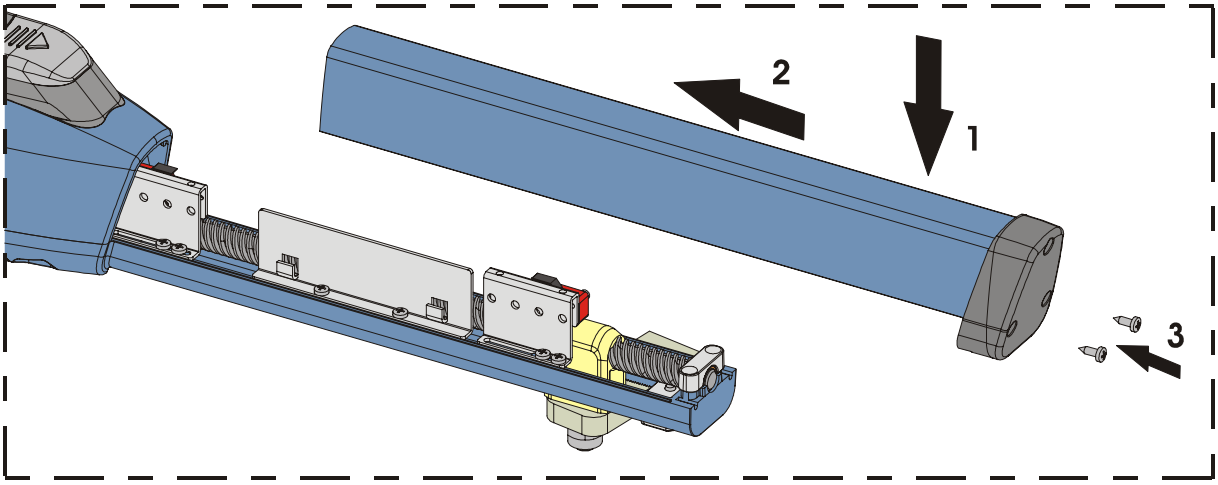

Fig. 25
5) Position again the cover by sliding it on the lower casting and make sure that it reaches the stop, Fig.25.
6) Screw both lower screws, Fig.25.